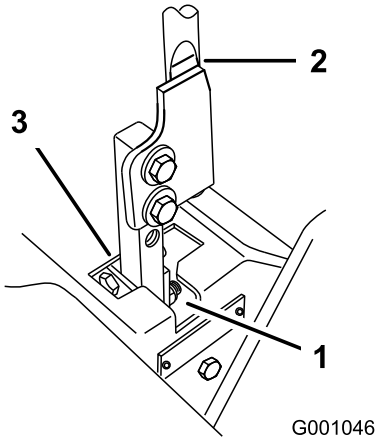

**Figuur 76**
5. Zet de hendel in de neutraalstand zonder deze te vergrendelen (Figuur 76).
6. Trek de hendel naar achteren totdat de gaffelpen (op de arm onder de draaias) contact maakt met het uiteinde van de sleuf (en net druk op de veer begint uit te oefenen) (Figuur 76).
7. Controleer of de hendel de juiste stand heeft ten opzichte van de inkeping in het bedieningspaneel (Figuur 76). De hendel moet in het midden staan zodat deze naar buiten kan draaien en worden vergrendeld in de neutraalstand.